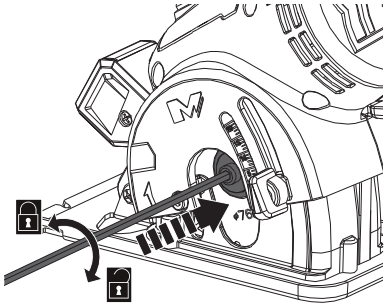

Fig. 2
> Afloje el tornillo de fijación de la hoja de sierra (6) en sentido horario y retírelo junto con la arandela y la brida de apriete (10) (Fig. 2).